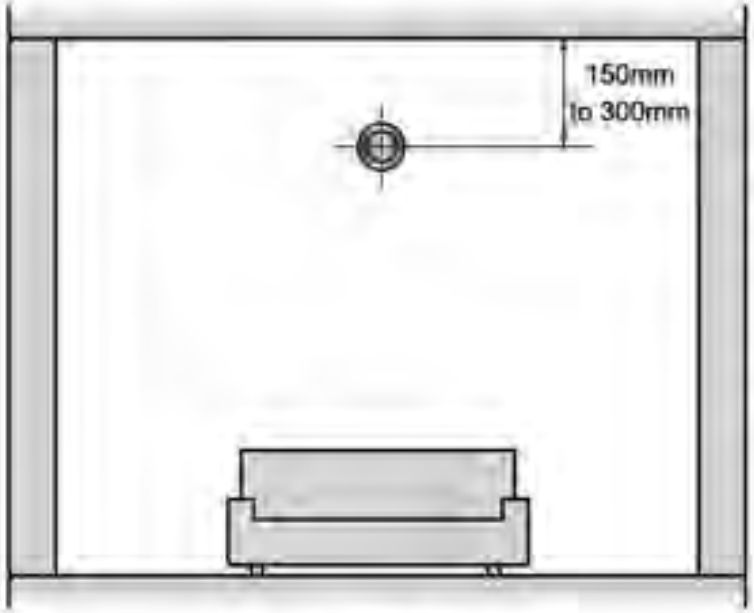

Fig 4
- The top of the detection element is between 150mm and 300mm below the ceiling (see Figure 4).